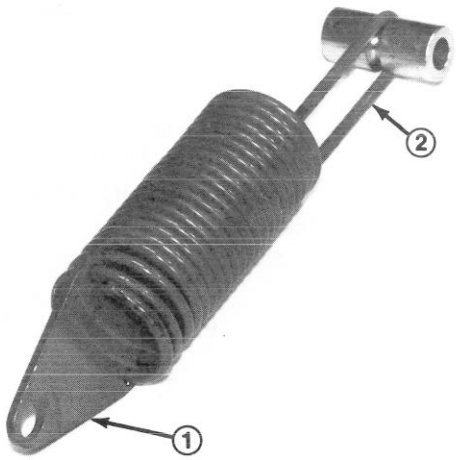

Figure 28
2. Twisting spring, thread it thru holes in spring end until spring passes thru all four holes, (Fig. 28) and long hook end of spring is aligned with spring end.